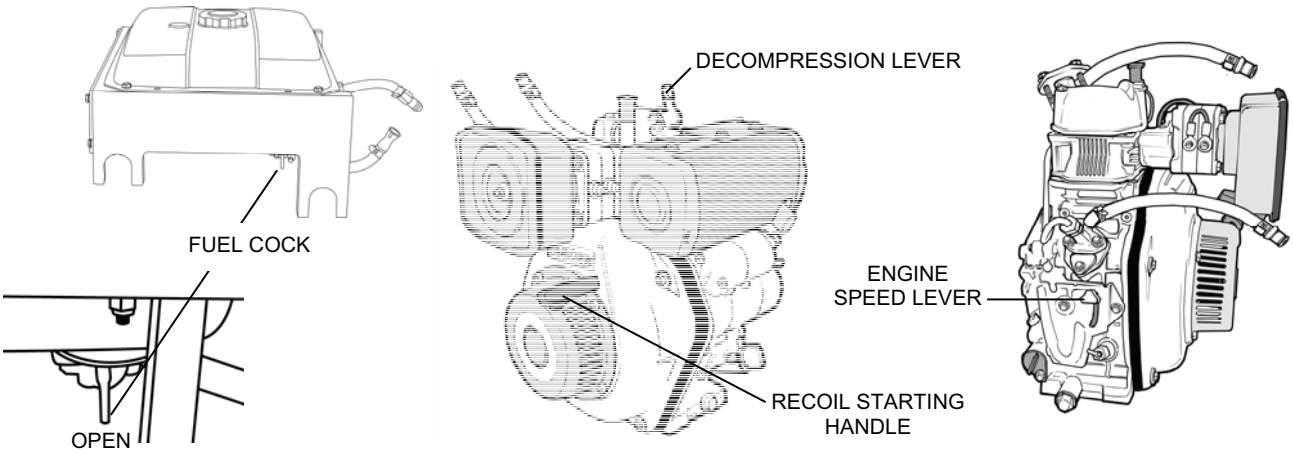

Figure 5. Diesel Engine Controls.
6. Start the diesel engine using the following procedure (Figure 5).
7. Warm up the engine at idle for about three (3) minutes. Then set the speed lever to START.